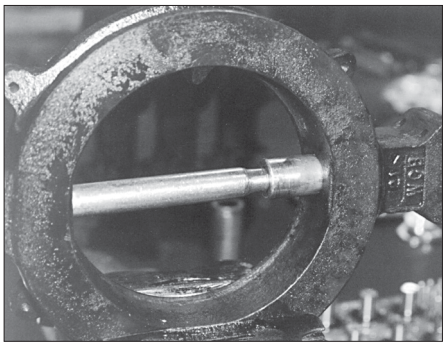

Figura 6 - Casquillo de eje a ras de la superficie de la línea de flujo.
4. Golpee la herramienta con un mazo para insertarla aún más hasta que el casquillo del esté a ras de la superficie de la línea de flujo del cuerpo. (Consulte la Figura 6.)